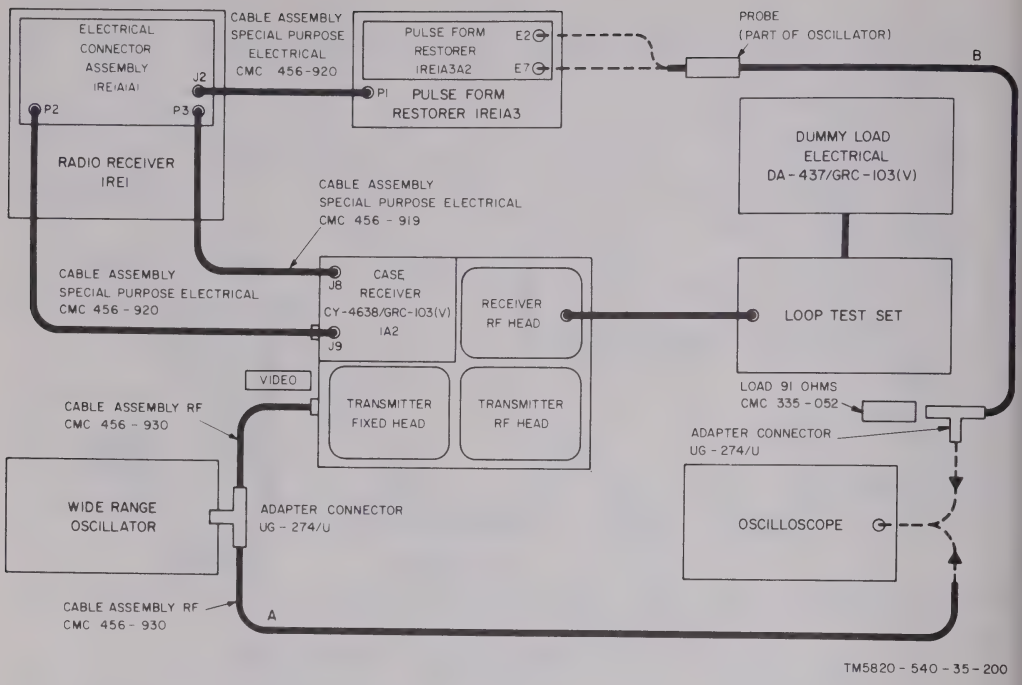

Figure 3-37. Pulse form restorer 1RE1A3, operational setup.
(1) Remove pulse from restorer 1RE1A3 from radio receiver 1RE1, as described in chapter 6 of TM 11-5820-540-12.
(2) Connect the test equipment as shown in figure 3-37.
(3) Remove the cover plate of pulse form restorer 1RE1A3, secured to the unit case with four countersunk screws.
(4) Remove the four screws that secure pulse form restorer 1RE1A3A2 board to the unit case. Carefully pull the board away from the case until terminals E2 and E7 are accessible.
(5) Proceed with the loop test procedure as described in chapter 6 of TM 11-5820-540-12.